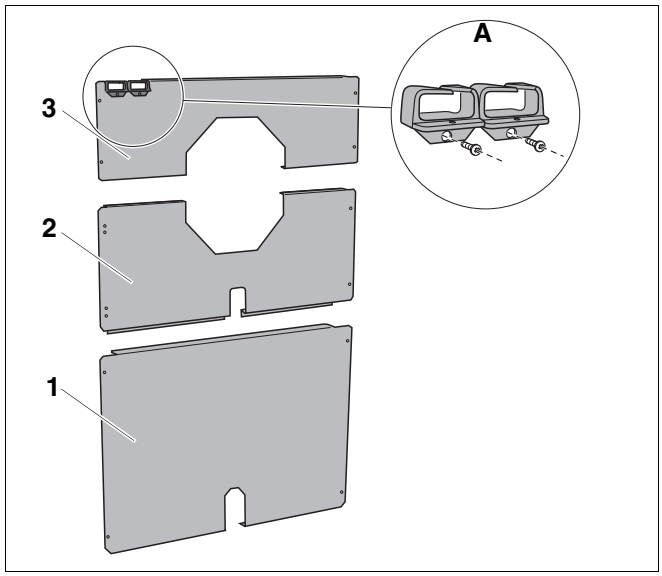

Рис. 35 Задняя стенка из 3-х элементов
– нижний элемент задней стенки (рис. 35, **поз. 1**)
– средний элемент (рис. 35, **поз. 2**)
– верхний элемент (рис. 35, **поз. 3**)
– 2 кабельных ввода (рис. 35, **вид A**)
- Установить кабельные вводы (рис. 35**, вид A**), закрепив винтами к верхней задней стенке (рис. 35, **поз. 3**).